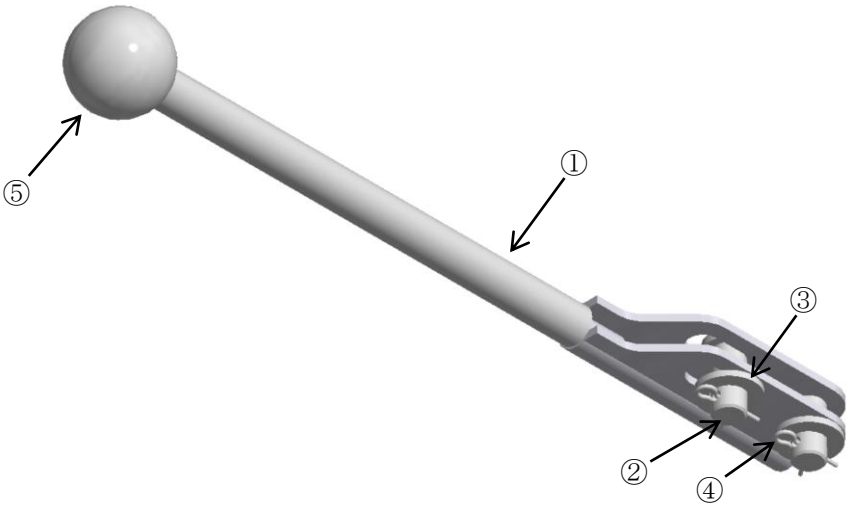

図 4-3　ハンドル部品一式（ 品番 233-300-08000X-3 ）
- ご注文の連数により、ハンドルの形状が図 4-3 と異なります。
手順 2　本製品の本体およびハンドル部品一式が梱包されていることを確認します。開封時にはハンドル部品一式は図 4-3 のように組み立てられています。梱包内容と表 4-1 の内容、および個数が合っていることを確認します。